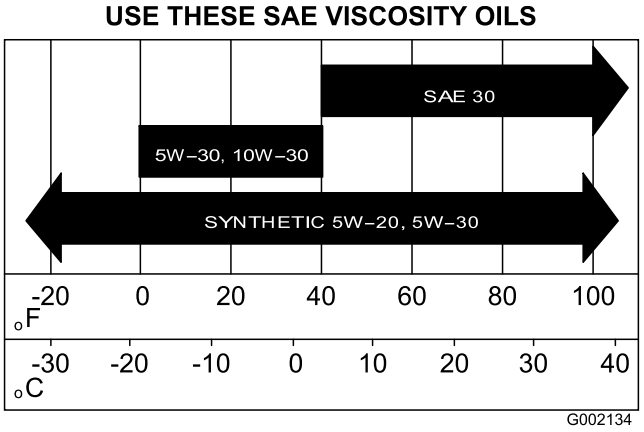

**Figur 34**
5. Fyll veivhuset med den angitte oljen (Figur 34).